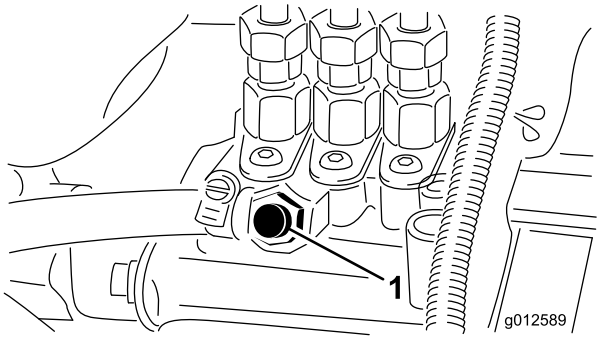

Figur 34
5. Åbn udluftningsskruen på brændstofindsprøjtnings-pumpen (Figur 34).